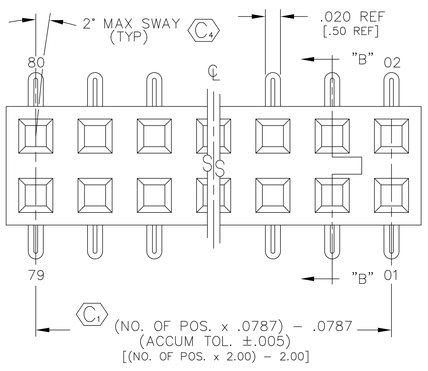

FIG. 2
-LC: LOCKING CLIP (USE 2 LC-05-TM) [AVAILABLE ONLY WITH LEAD STYLE -02, SEE * DIMS, SEE NOTE 6 & 13, SEE FIG 2)